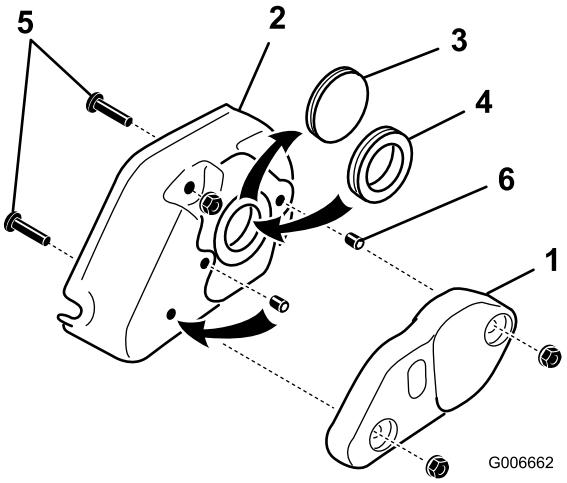

Bild 28
31. Nehmen Sie die zwei Bundmuttern (5/16") ab, mit denen das Groomergewicht an der Groomerabdeckung befestigt ist, und entfernen Sie das Gewicht (Bild 28).
6. Ansatzschraube (2)
32. Entfernen Sie die massive Scheibe von der Abdeckung und ersetzen Sie diese durch einen Gummidichtring (Bild 28).
33. Entfernen Sie die zwei Schrauben (5/16" x 1-1/4"), die in die Abdeckung geschraubt sind (Bild 28).
34. Nehmen Sie die Ansatzschraube aus dem mittleren Loch in der Groomerabdeckung (Bild 28). Setzen Sie diese Ansatzschraube und die Ansatzschraube, die im Set eingeschlossen ist, in die Löcher, in denen vorher die Befestigungsschrauben der Abdeckung geschraubt waren. Schmieren Sie vor dem Einbau die Ansatzschrauben mit Loctite ein. Achten Sie darauf, dass die Ansatzschrauben mit der Abdeckung bündig sind.